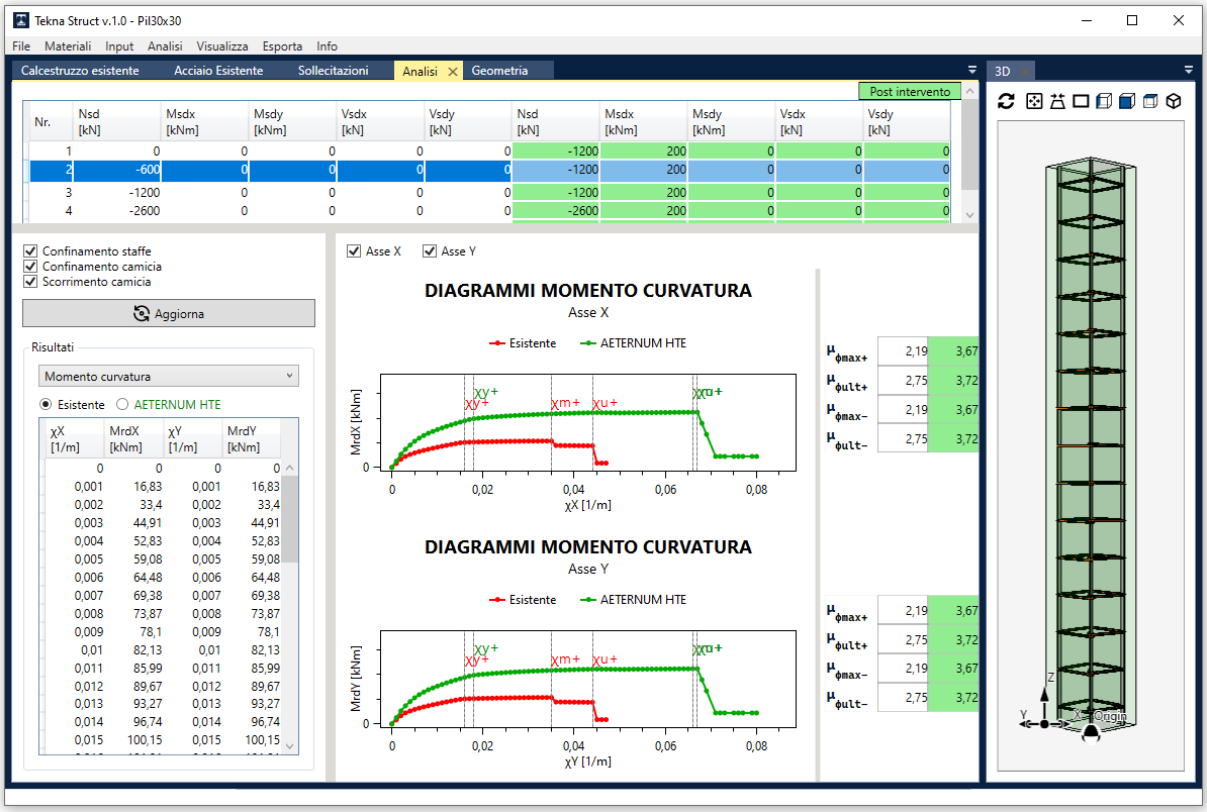

Fig. 30 – Menu Calcola – Diagrammi Momento-Curvatura
- diagrammi Momento-Curvatura (Fig. 30): il programma elabora i diagrammi Momento-Curvatura nei due piani zx e zy, relativi alla sollecitazione selezionata. Anche in questo caso, il dominio relativo alla sezione ante-intervento è disegnato in rosso, mentre il dominio relativo alla sezione post-intervento è disegnato in verde. Sulla destra vengono forniti i valori di duttilità in curvatura, in riferimento ai momenti resistenti massimi e ai momenti resistenti ultimi, sia per la sezione ante-intervento (celle di colore bianco) che per la sezione post-intervento (celle di colore verde). È possibile visualizzare uno solo o entrambi i grafici relativi ai due assi x ed y, agendo sulle spunte *Asse X* ed *Asse Y* sovrastanti. In ciascuno dei due grafici è possibile evidenziare uno solo o entrambi i diagrammi relativi alla sezione ante-intervento e post-intervento, cliccando sull'etichetta rossa *Esistente* e sull'etichetta verde *AETERNUM HTE*. Cliccando con il tasto sinistro del mouse sui punti dei grafici è possibile visualizzarne il relativo valore (coordinata del punto M-χ). Tutti i punti del dominio sono comunque riportati nella tabella a sinistra, nella quale è possibile scegliere se visualizzare i punti del dominio ante-intervento (selezionando l'opzione *Esistente*), oppure quelli del dominio post-intervento (selezionando l'opzione *AETERNUM HTE*).